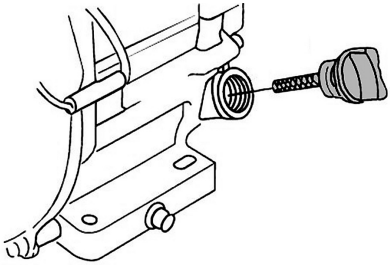

Рис. 6 Крышка-щуп маслозаливной горловины
2. Открутите крышку-щуп маслозаливной горловины и извлеките щуп (Рис. 6).
2. Выкрутите крышку-щуп маслозаливной горловины и извлеките щуп (Рис. 6).